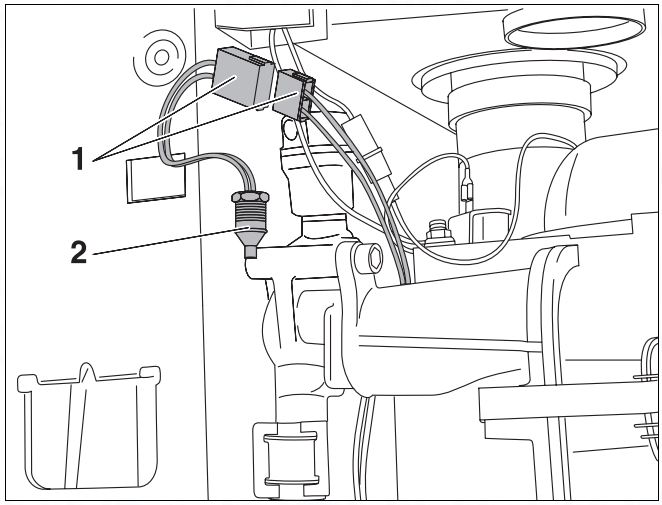

Fig. 65 600 Series 11S / 19S / 24S / 24C: Replacing the safety sensor
- Loosen the plug-in connection (fig. 65, item 1).
- Unscrew the sensor (fig. 65, item 2) and replace with a new unit.